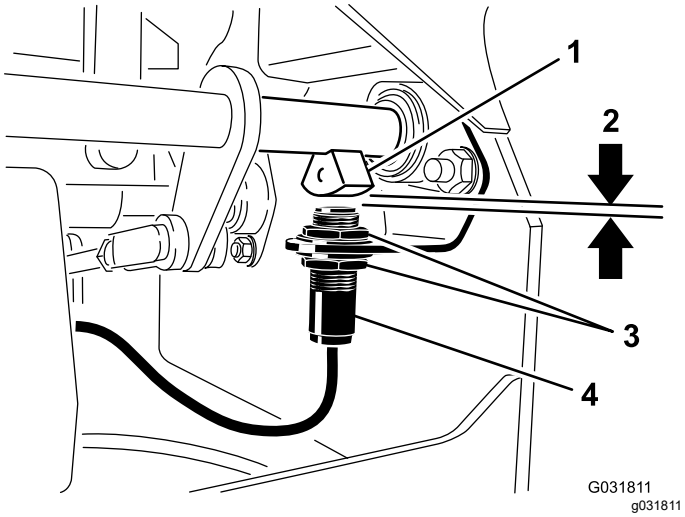

Figuur 83
4. Beweeg de schakelaar op of neer op de beugel tot de afstand tussen de sensor van de remas en de plunjer van de schakelaar 4 mm bedraagt; zie (Figuur 83).